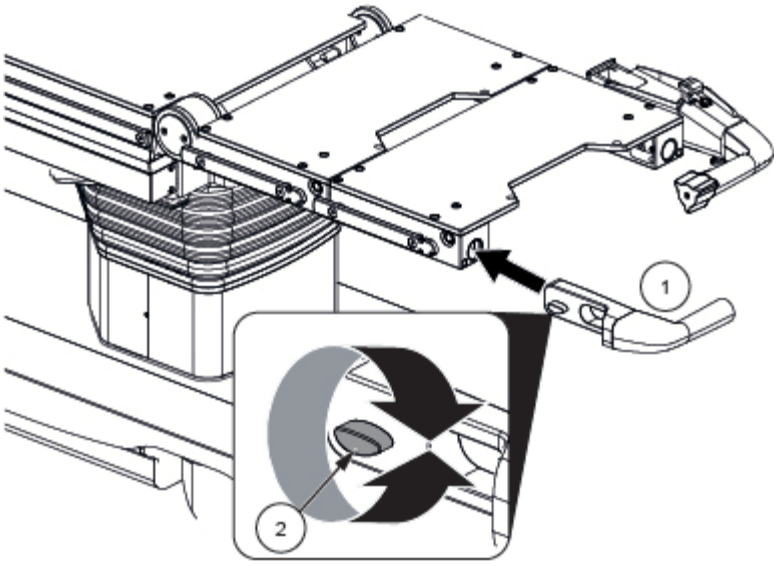

Figura 6-3. Installazione della maniglia accessoria
1. Spingere la maniglia accessoria (1) a fondo nel binario e assicurarsi che la vite ad alette (2) rimanga sbloccata. Vedere *Figura 6-3*.
2. Ruotare la vite ad alette (2) per serrarla. Tirare la maniglia accessoria per verificare che sia fissata. Vedere *Figura 6-3*.